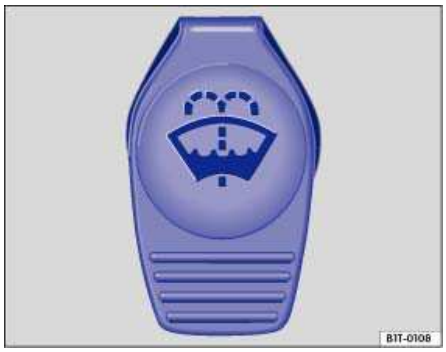

Fig. 82 In the engine compartment: Cap of the windshield washer fluid reservoir.
- The windshield washer fluid reservoir can be identified by the symbol on its cap ⇒fig. 82.